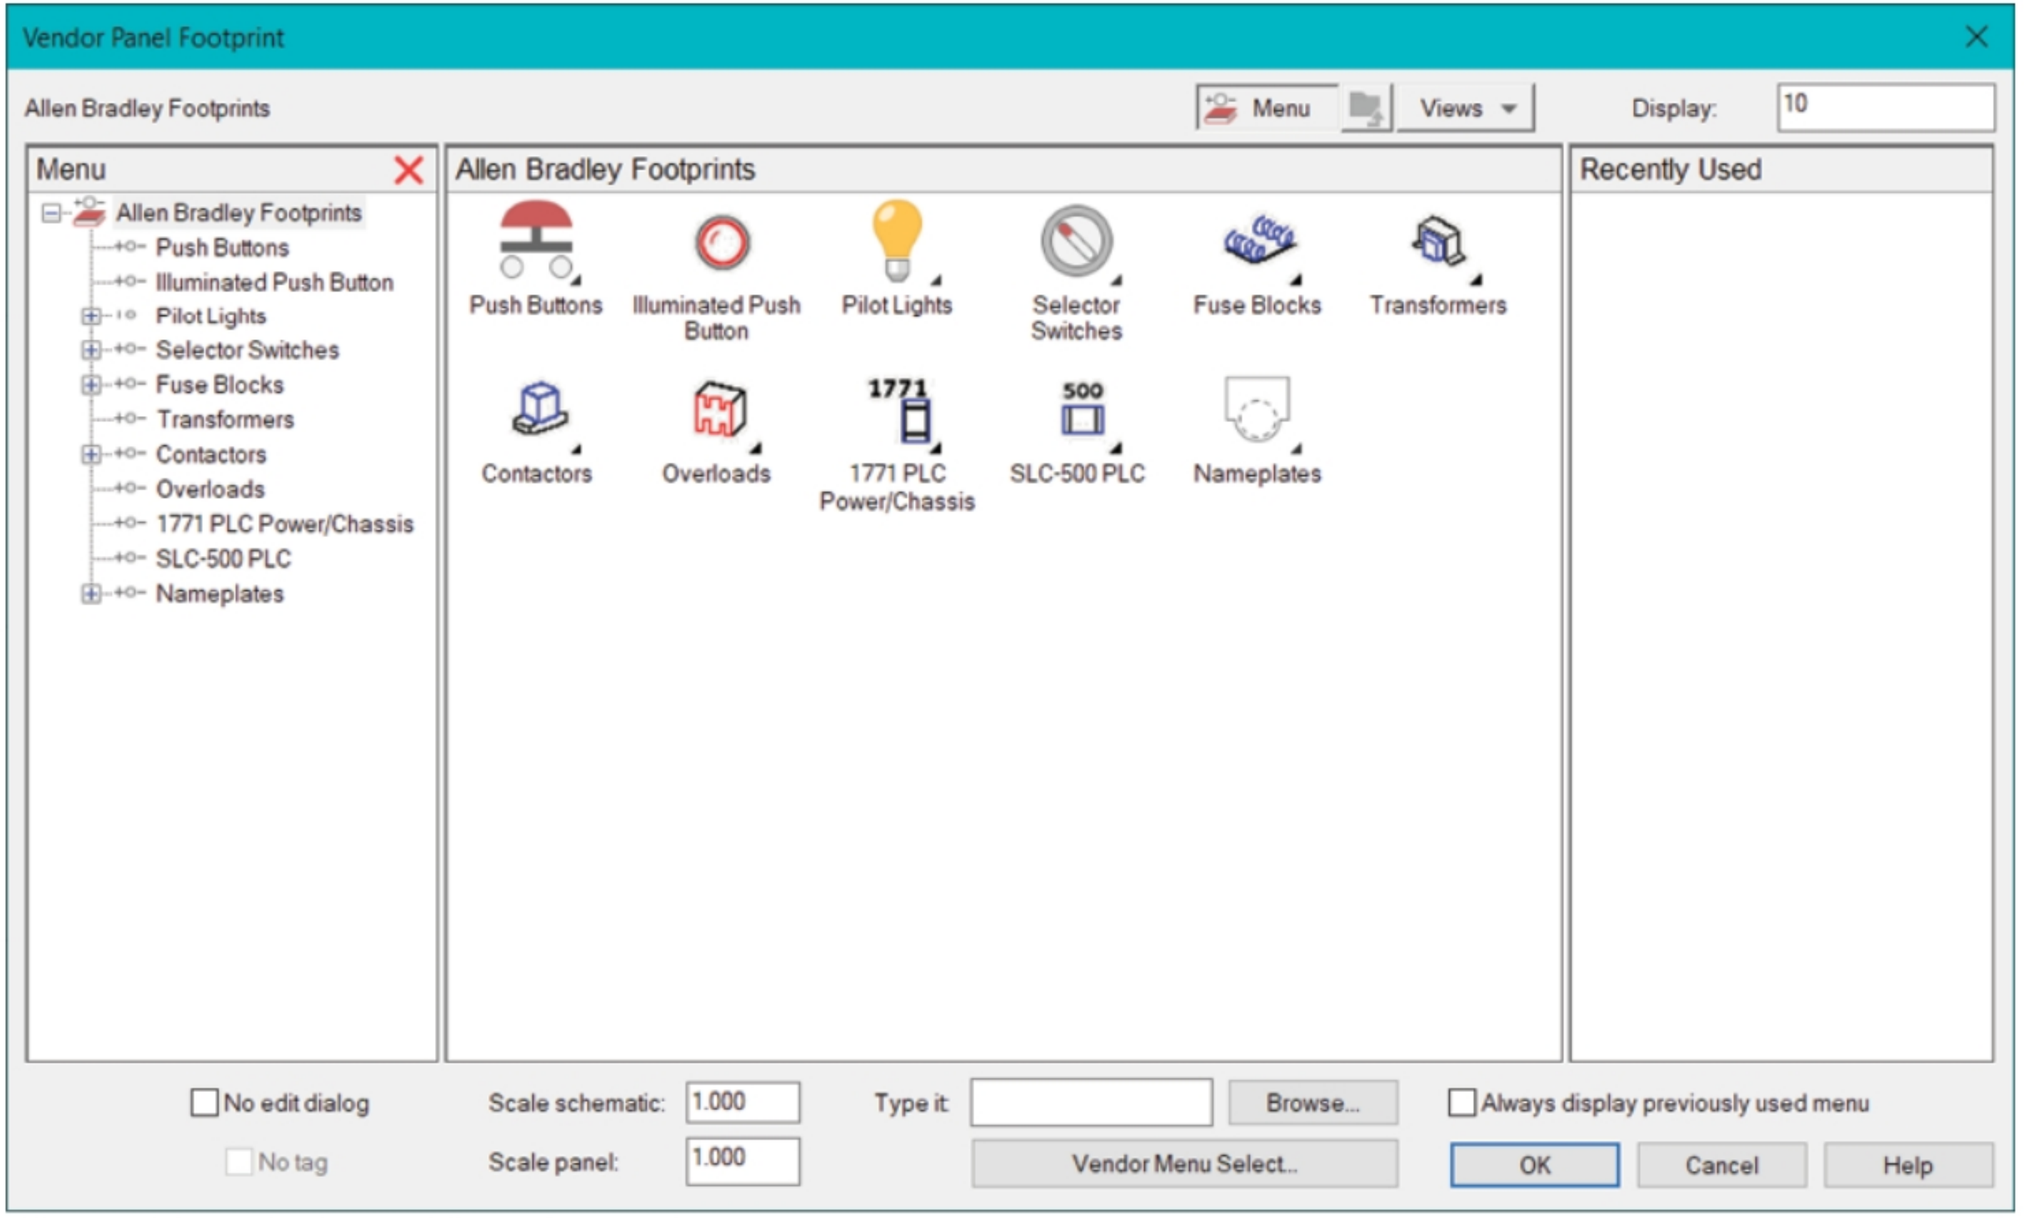

Figure-16. Vendor Panel Footprint dialog box
- Select desired vendor from the list and click on the **OK** button from the dialog box. The **Vendor Panel Footprint** dialog box will be displayed; refer to Figure-16.